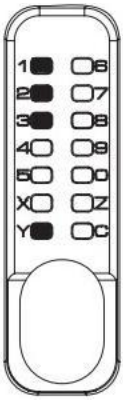

FIG 4A
2) Définir un nouveau mot de passe : Maintenez la touche Y enfoncée sans Relâchez, puis entrez le nouveau mot de passe (le mot de passe ne peut pas être (répété), comme illustré à la figure 4A. Ensuite libérer appuyez sur la touche Y et tournez le bouton une fois, comme le montre la figure 4B, et le nouveau mot de passe être configuré avec succès. Après avoir configuré avec succès le nouveau